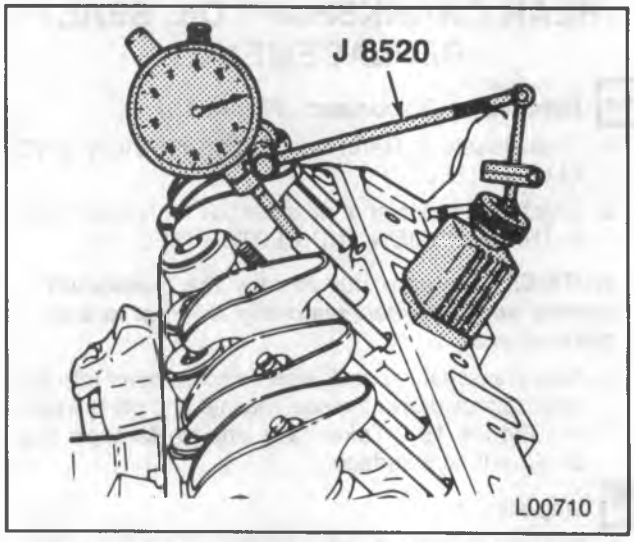

Figure 22—Measuring Camshaft Lobe Lift
2. Refer to figure 22. Position the dial indicator (part of J 8520) so the plunger rests on the pushrod end, as shown. Make sure the pushrod is in the lifter socket.